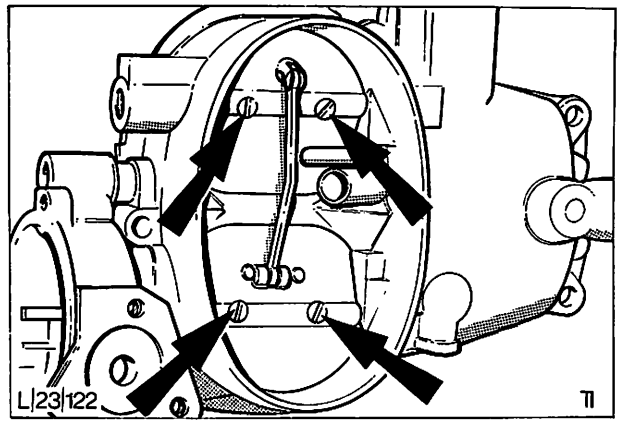

Abb. 151 Befestigungsschrauben – Starterklappe
9. Befestigungsschrauben (4) – Starterklappen an Wellen entfernen und beide Starterklappen ausbauen, Abb. 151.